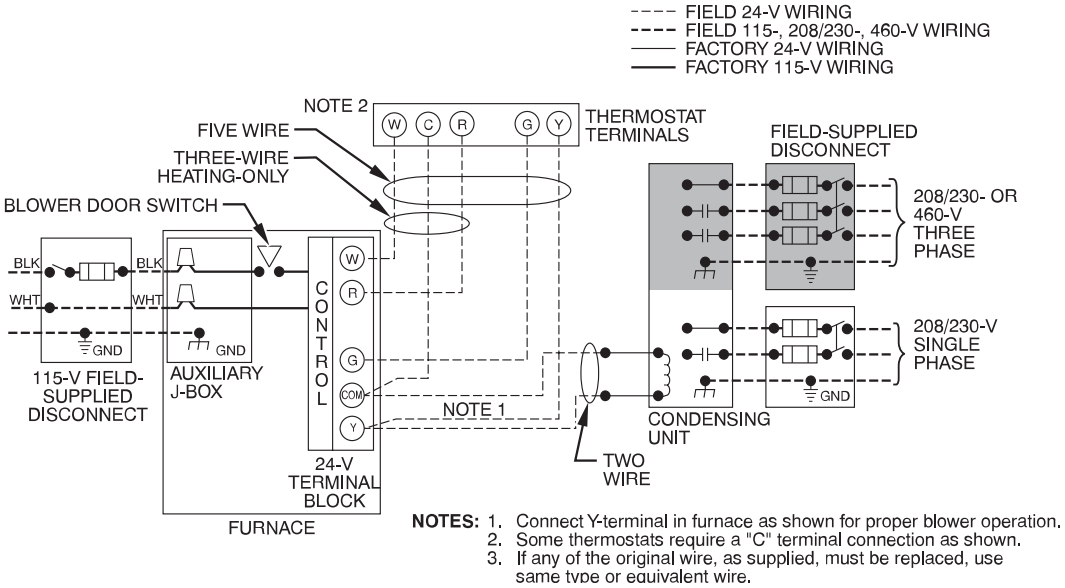
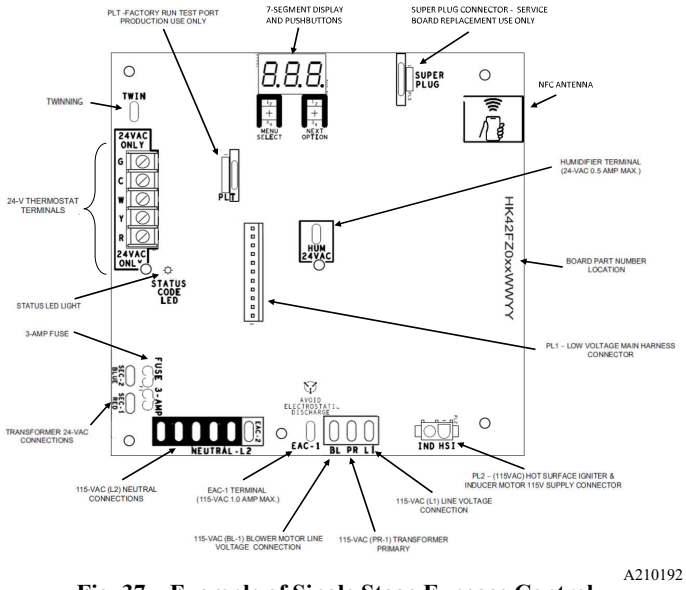

Fig. 33 – Typical Field Wiring Diagram
Fig. 37 – Example of Single Stage Furnace Control
See Fig. 33 for field wiring diagram showing typical field 115V wiring. Check all factory and field electrical connections for tightness.
6. Connect power cord power and neutral leads to furnace power leads as shown in Fig. 33.
5. Connect field power and neutral leads to furnace power leads. as shown in Fig. 33.
Make field 24V connections at the 24V terminal strip (Fig. 37). Connect terminal Y as shown in Fig. 33 for proper cooling operation. Use only AWG No. 18, color-coded, copper thermostat wire.
The 24V circuit contains an automotive-type, 3A fuse located on the control. Any direct shorts during installation, service, or maintenance could cause this fuse to blow. If fuse replacement is required, use ONLY a 3A fuse of identical size (Fig. 37).
ACCESSORIES (See Fig. 37)
Connect an accessory 24 VAC, 0.5 amp. maximum humidifier (if used) to the 1/4-in male quick-connect HUM terminal and COM-24V screw terminal on the control board thermostat strip. The HUM terminal is energized when the pressure switch closes during a call for heat (Fig. 37).